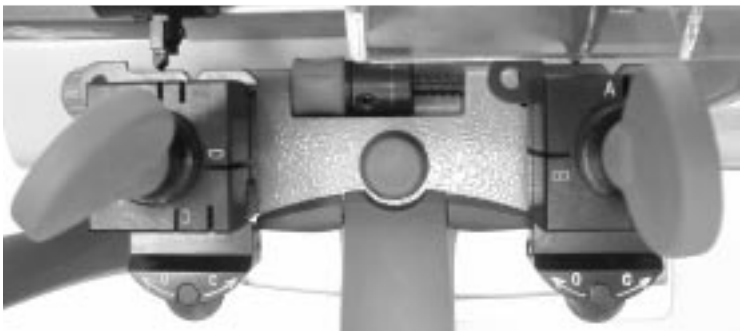

Fig. 17
5) Take the flat part of the key into contact with the cutting tool and tracer point (fig.17).